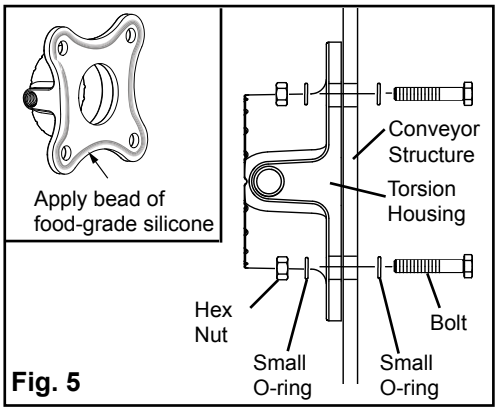

Fig. 5
b. Without standoff hardware – flush mount (Fig 5).
Note: If using flush mount method, a bead of food grade silicone should be applied on the bottom side of the torsion housing and the mounting plate (Fig 5).